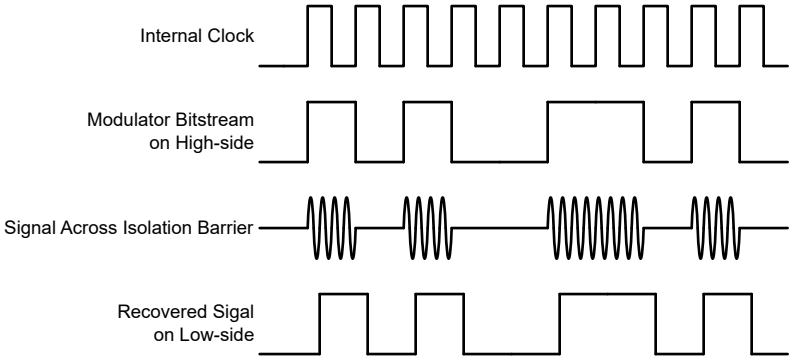

图 6-1. 基于 OOK 的调制方案
AMC0380D-Q1 使用开关键控 (OOK) 调制方案（如图 6-1 所示），跨过基于 SiO_2 的隔离栅来传输调制器输出比特流。 *功能方框图* 中所示的发送驱动器 (TX) 跨过隔离栅发送一个内部生成的高频载波来表示数字一。而 TX 不发送信号则表示数字零。AMC0380D-Q1 内使用的载波标称频率为 480MHz。